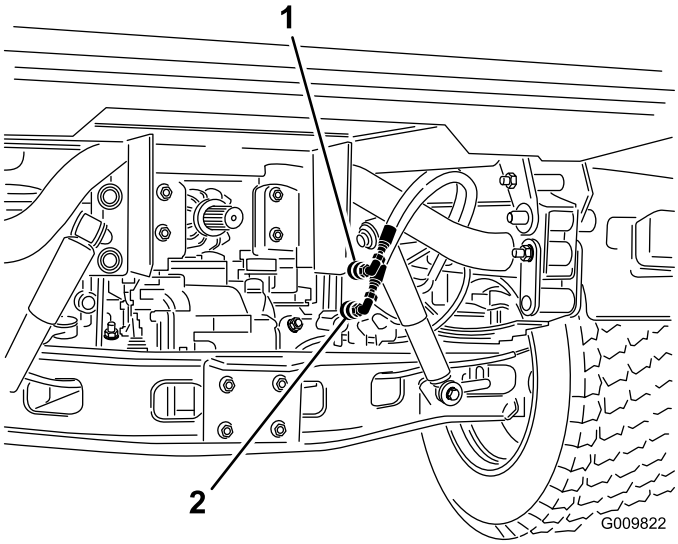

Figur 71
2. Koble de to hurtigkoblingsslangene på begge kjøretøy fra slangene som er festet til koblingsbraketten (Figur 71).